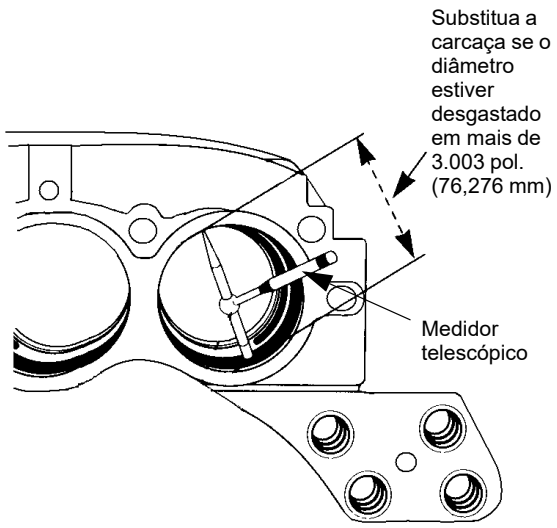

FIGURA 8-15
3. Meça o diâmetro do furo da carcaça. Substitua a carcaça se o diâmetro estiver desgastado em mais de 3.003 pol. (76,276 mm) (Figura 8-15).